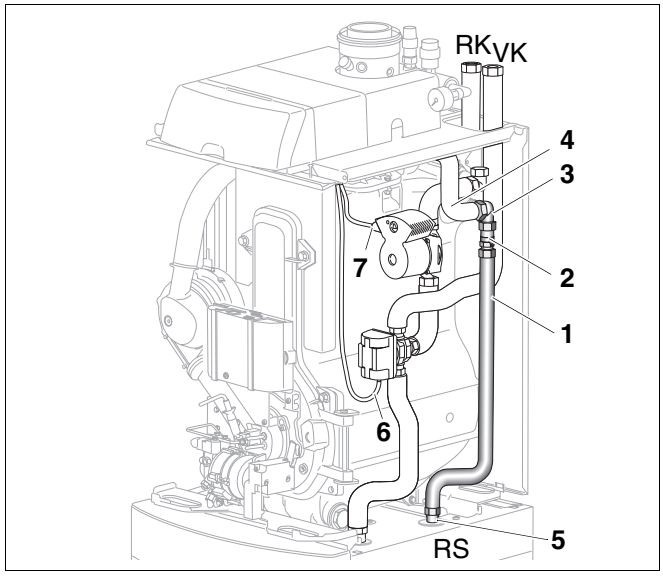

Rys. 18 Montaż rury powrotu z zaworem odcinającym
- Odkręcić zaślepkę z rozdzielacza kątowego powrotu (rys. 18, **poz. 3**).
- Założyć rurę powrotu zasobnika (rys. 18, **poz. 1**) z zaworem odcinającym (rys. 18, **poz. 2**) i przymocowanym pierścieniem samouszczelniającym na dolnym przyłączu w rozdzielaczu kątowym powrotu (rys. 18, **poz. 3**), a następnie dokręcić nakrętką śrubunkową.
- Przykręcić rurę powrotu zasobnika (rys. 18, **poz. 1**) wraz z uszczelką Ø 17 x 24 x 2 do obiegu powrotnego zasobnika (rys. 18, **poz. 5**).
- Podłączyć kabel przyłączeniowy (z wtyczką) pompy obiegowej (rys. 18, **poz. 7**) i zaworu trójdrogowego (rys. 18, **poz. 6**) do sterownika zgodnie ze schematem połączeń (patrz wskazówki montażowe i konserwacyjne dla zasobnika Logano G135).